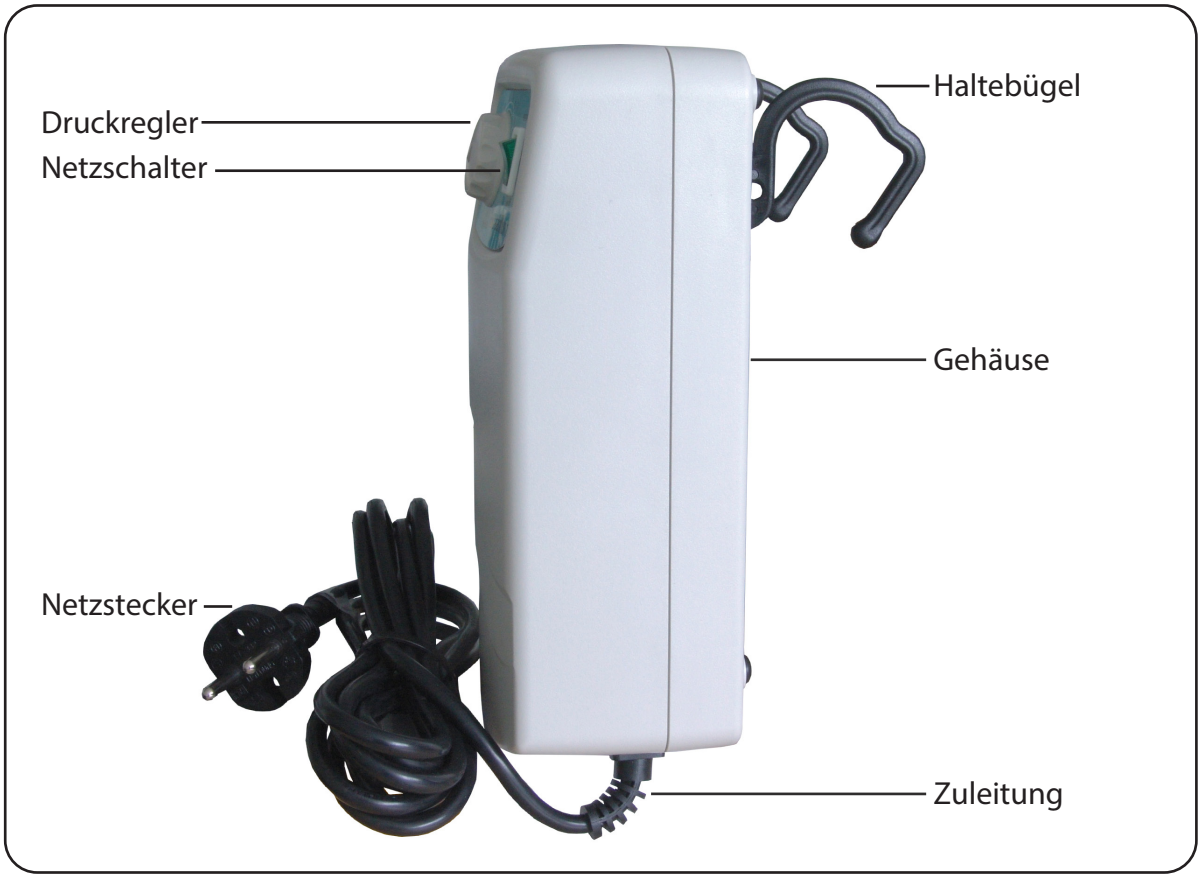
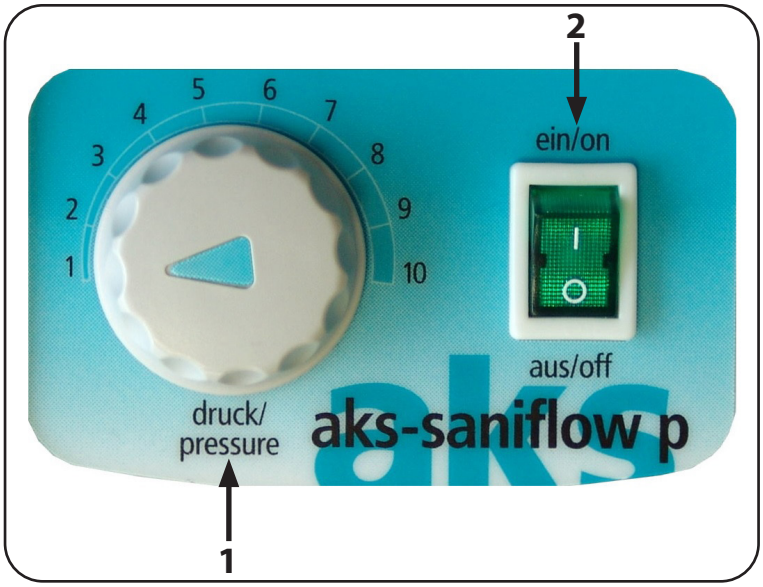
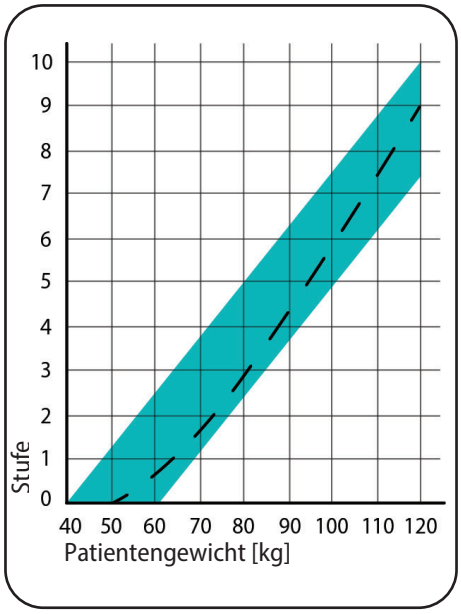

Abb. 5.01 - Aggregat Seitenansicht saniflow® p
Abb. 5.1.01 - Bedienfeld saniflow® p Aggregat
Abb. 8.1.01 - Einstellung Leistungsstufe
Über den Druckregler auf dem Bedienfeld des Aggregates (Abb. 5.1.01) wird der Fülldruck im Verhältnis zum Patientengewicht nach einem Diagramm (Abb. 8.1.01) als Richtwert eingestellt. Der Druck ist dabei stufenlos in einem Skalierungsbereich von 1 bis 10 einzustellen und somit individuell an das Patientengewicht bzw. an die momentane Belastungssituation anzupassen. Durch eine Überprüfung direkt am Patienten und ggf. einer Nachregulierung des Fülldrucks wird eine optimale Anpassung an die Besonderheiten des Patienten ermöglicht (siehe Kapitel Bedienung/Anwendung Abschnitt **Normalbetrieb**).
12. Überprüfen Sie, dass der Netzschalter (grün) des Aggregates auf „aus“ (0) steht. Der Netzschalter befindet sich auf der Vorderseite des Aggregates (Abb. 5.01 und Abb. 5.1.01).
1. Schalten Sie das Aggregat mit dem Netzschalter ein (Abb. 5.01 und Abb. 5.1.01). Die Betriebskontrollleuchte im Netzschalter leuchtet grün auf.
2. Drehen Sie den Druckregler (Abb. 5.1.01) auf den Skalenwert 1, damit sich der Betriebsdruck in der Wechseldruckmatratze aufbauen kann.
7. Anschließend stellen Sie die Leistungsstufe ein. Die optimale Leistungsstufe hängt von mehreren Faktoren ab. Hierzu gehören in erster Linie das Patientengewicht und die Auflagefläche des Patienten. Für die Einstellung kann Ihnen das Diagramm (Abb. 8.1.01) einen ersten Anhaltspunkt liefern. Dieser Wert dient nur als Richtwert zur groben Druckeinstellung und stellt keine genaue Angabe für das Einsinkverhalten des Körpers dar.
1. Schalten Sie das Aggregat mit dem Netzschalter (Abb. 5.01 und Abb. 5.1.01) aus und trennen Sie es vom Stromnetz, indem Sie den Netzstecker aus der Netzsteckdose ziehen.
Netzschalter ist nicht eingeschaltet	Netzschalter einschalten (Betriebskontrollleuchte im Netzschalter muss leuchten) (Abb. 5.01 und Abb. 5.1.01)